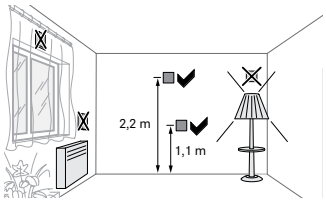
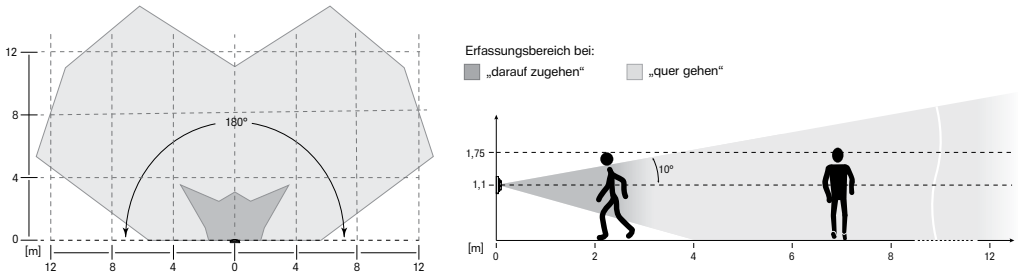

Bild 7: Montageort von Bewegungsmeldern
Bild 4a: Erfassungsbereich des Bewegungsmelders bei Montagehöhe 1,1 m
- Störquellen im Erfassungsbereich (Bild 4a und 4b) vermeiden. Störquellen, z. B. Heizkörper, Lüftungs-, Klimaanlagen und abkühlende Leuchtmittel können zu ungewollten Schaltungen führen (Bild 7). Um störende Einflüsse zu vermeiden, kann der Erfassungswinkel eingeschränkt